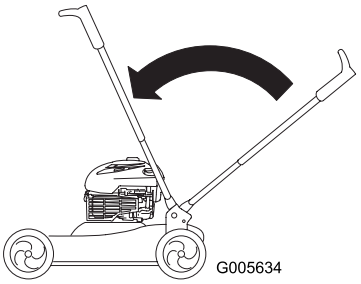

Figura 38
2. Rode o manípulo para a frente (Figura 38).